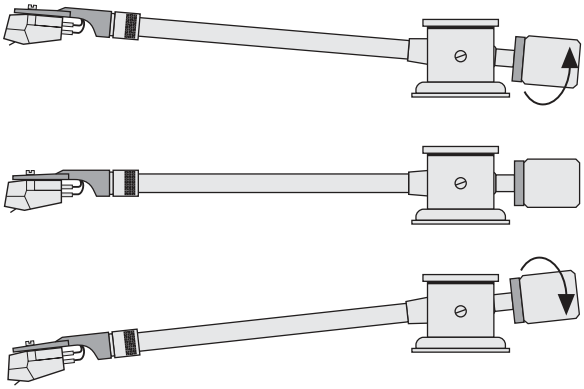

Abb. 4: Tonarm ausbalancieren
5. Führen Sie den Tonarm seitlich mit der linken Hand, damit die Nadel nicht am Plattenteller anstößt. Verdrehen Sie mit der rechten Hand das Gegengewicht so, dass der Tonarm genau waagerecht stehen bleibt und nicht nach oben oder unten schwingt (Abb. 4).